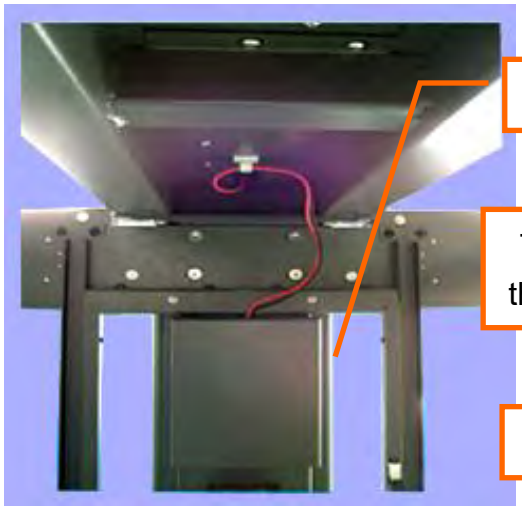

Figure 2.2-7
Step 5 The wire goes through the hole showing in Figure 2.2-7 to reach power board.
Step 6 Plug in the head to the power connector (see the details in Figure 2.2-7 to 2.2-10).